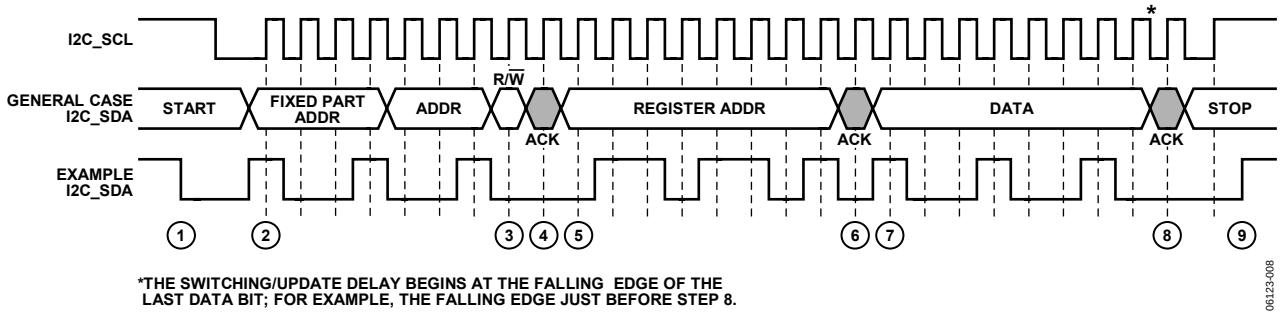

Figure 29. I^{2}C Write Diagram
To write data to the AD8191 register set, an I^{2}C master (such as a microcontroller) needs to send the appropriate control signals to the AD8191 slave device. The signals are controlled by the I^{2}C master, unless otherwise specified. For a diagram of the procedure, see Figure 29. The steps for a write procedure are as follows:
3. Send the write indicator bit (0).
- 9a. Send a stop condition (while holding the I2C_SCL line high, pull the I2C_SDA line high) and release control of the bus to end the transaction (shown in Figure 29).